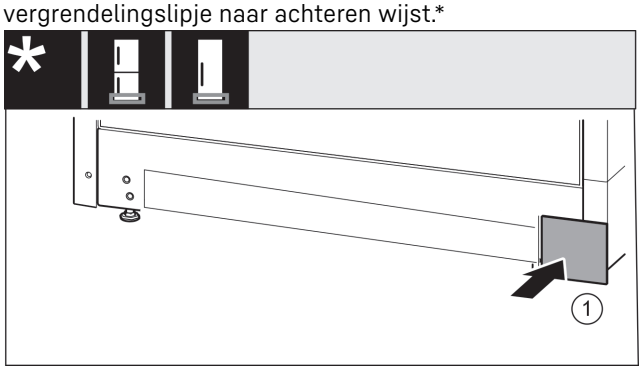

*Fig. 23*
- ▶ Afdekking *Fig. 23 (1)* van de andere zijde weer er in steken.